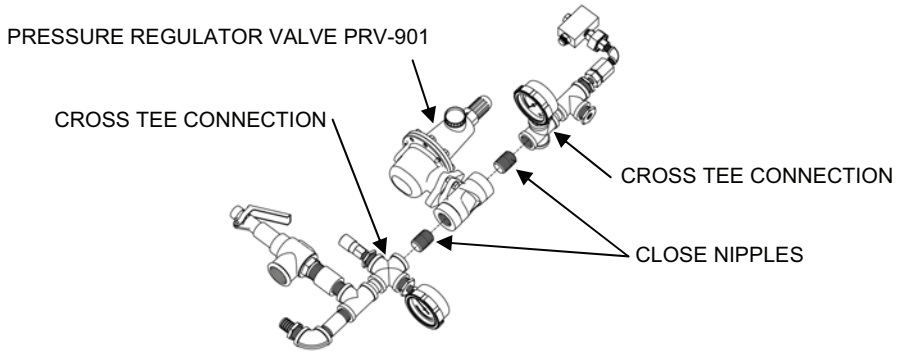

Figure 17. Pressure Regulator Valve PRV-901.
3. Disconnect the cross tee pipes from the close nipples at both ends of Pressure Regulating Valve PRV-901 and remove the valve from the Air System Section 1 assembly (see Figure 17):
See Figure 17 for correct positioning of Pressure Regulating Valve PRV-901 and associated piping. Care must be taken not over-tighten. Loosening the connection once tightened could cause the connection to leak.
a. Thread the Pressure Regulating Valve and close nipple to the cross pipe that contains Pressure Gauge PI-901 (see Figure 17 for the correct positioning of the valve).
b. Thread the cross pipe that contains Pressure Gauge PI-902 into the other close nipple on the pressure-regulating valve (see Figure 17 for the correct positioning of the cross tee with Pressure Gauge PI-902).